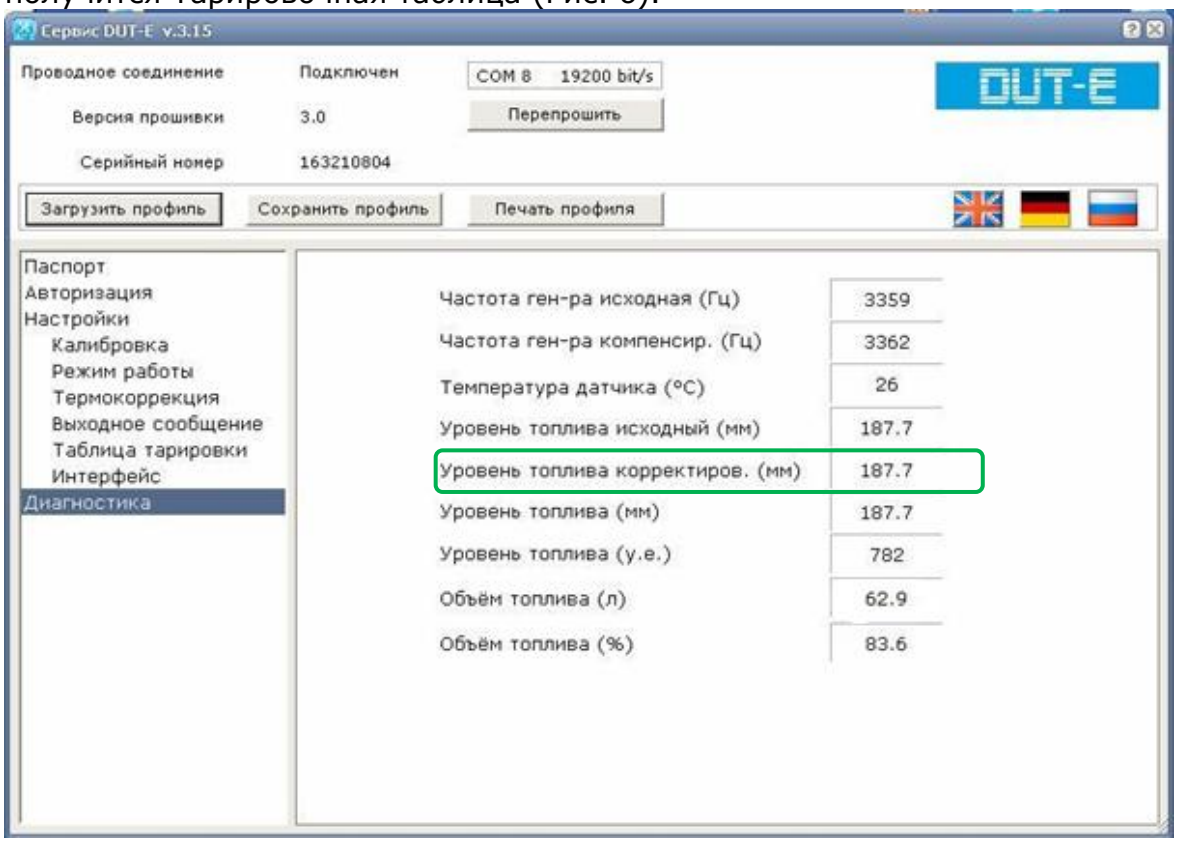
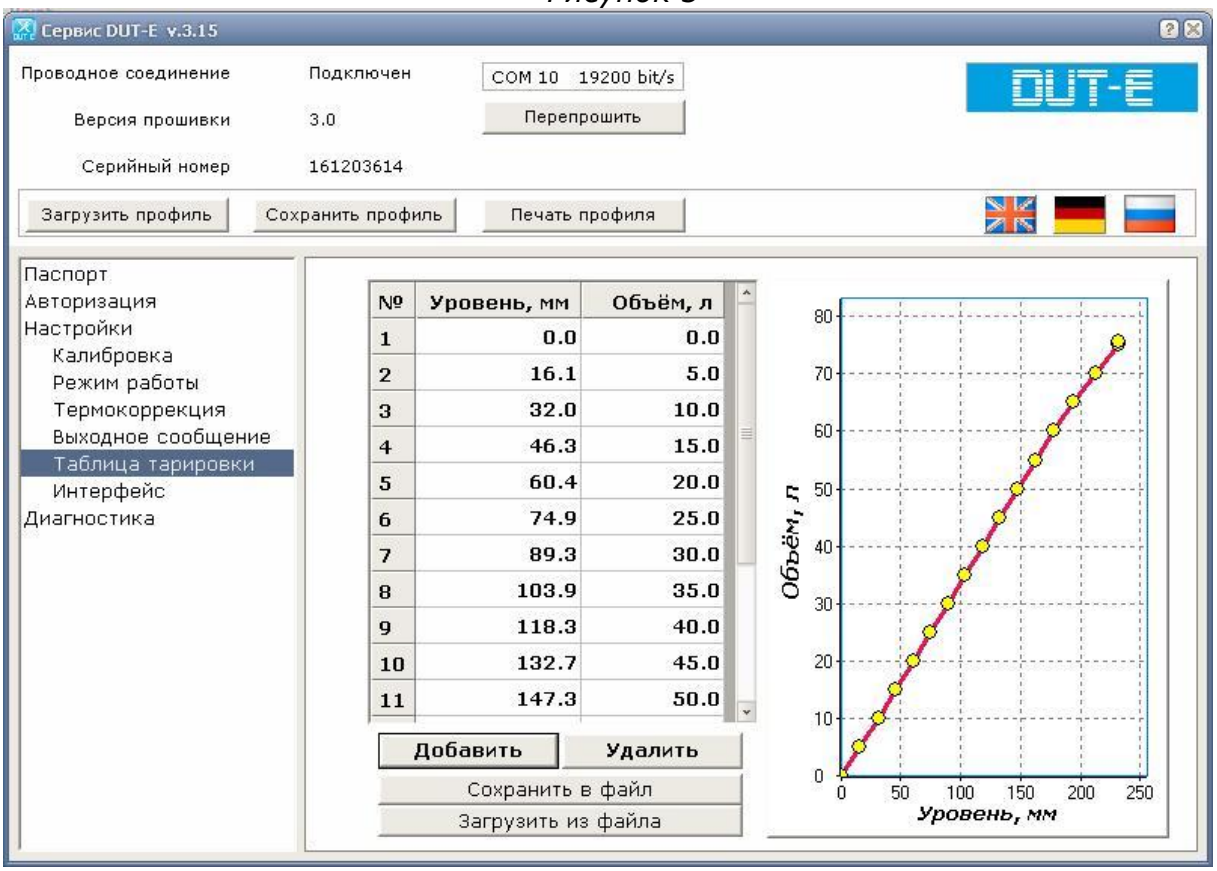

Рисунок 5
Рисунок 6
3.2.1. Заливая отмеренными порциями топливо в бак записывать в виде таблицы количество топлива, залитое в бак и соответствующее ему показание Уровень топлива корректиров. (мм) из окна Диагностика (Рис. 5). В результате получится Тарировочная таблица (Рис. 6).